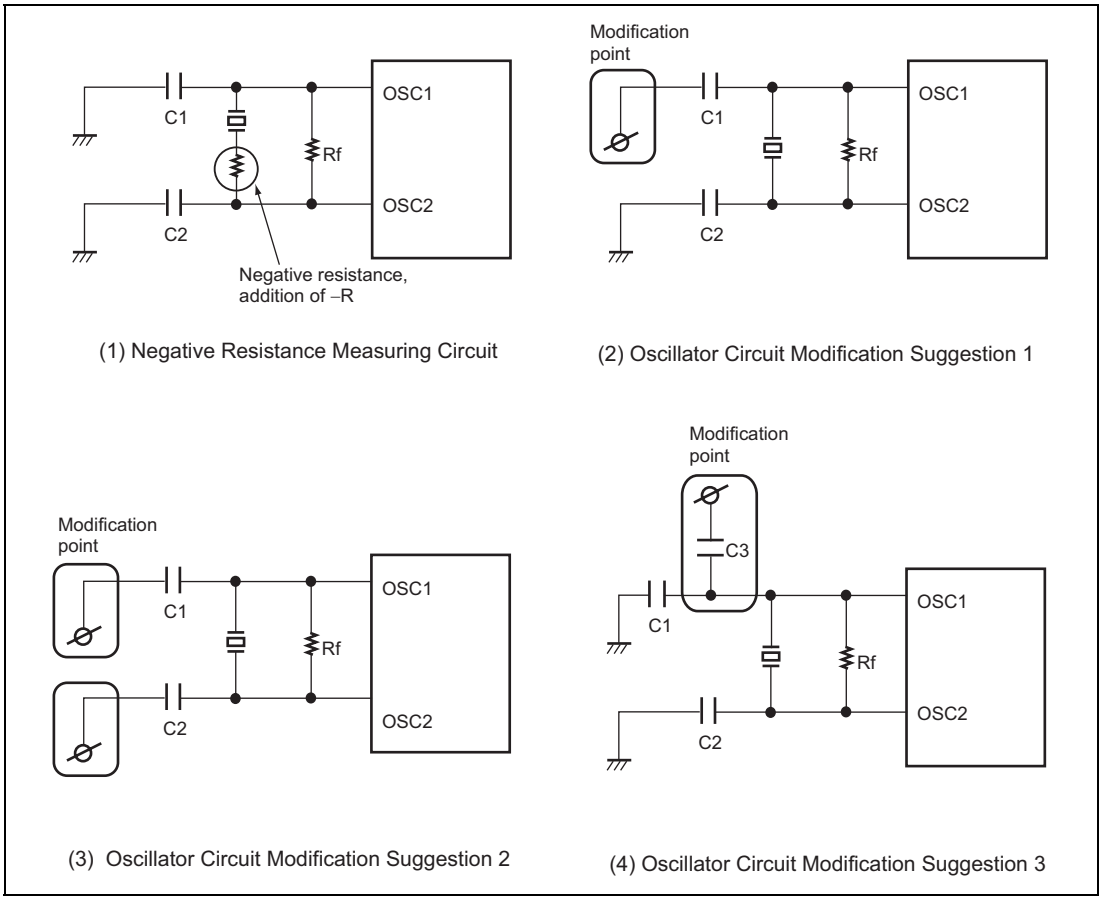

**Figure 4.11 Negative Resistance Measurement and Circuit Modification Suggestions**
Figure 4.11 (1) shows an example measuring circuit with the negative resistance suggested by the oscillator manufacturer. Note that if the negative resistance of the circuit is less than that suggested by the oscillator manufacturer, it may be difficult to start the main oscillator.
If it is determined that oscillation is not occurring because the negative resistance is lower than the level suggested by the oscillator manufacturer, the circuit may be modified as shown in figure 4.11 (2) through (4). Which of the modification suggestions to use and the capacitor capacitance should be decided based upon an evaluation of factors such as the negative resistance and the frequency deviation.